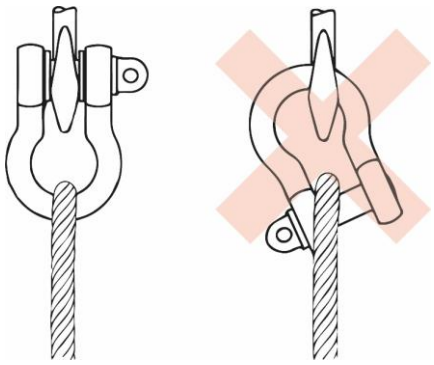

Figure 3
- **Evitez les applications dans lesquelles en raison du mouvement (par exemple, celui de la charge ou du câble) la goupille de la manille peut tourner et éventuellement se dévisser (voir Figures 3 et 4).**